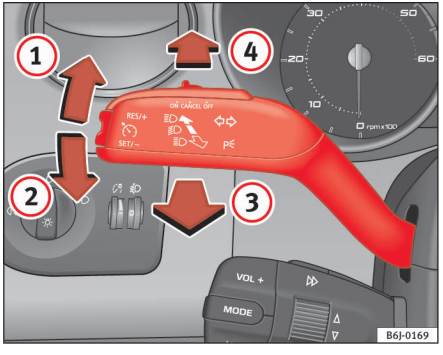

Fig. 55 Blink- og fjernlysarm
– Tryk armen helt op ⇒ fig. 55 (1) for at tænde **højre** blinklys, og tryk den helt ned (2) for at tænde **venstre** blinklys.
– Tryk armen fremad ⇒ fig. 55 (4) for at tænde fjernlyset.